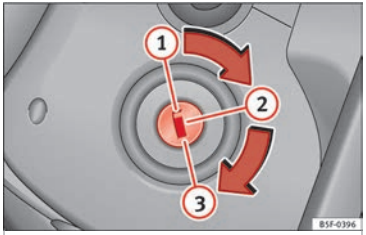

Fig. 197 Vehicle key positions
Vehicle keys »» Fig. 197
3.	**Only in vehicles with diesel engines:** for preheating, turn the key in the ignition lock to position ››› Fig. 197 ②. A control lamp lights up on the dash panel ⚭.